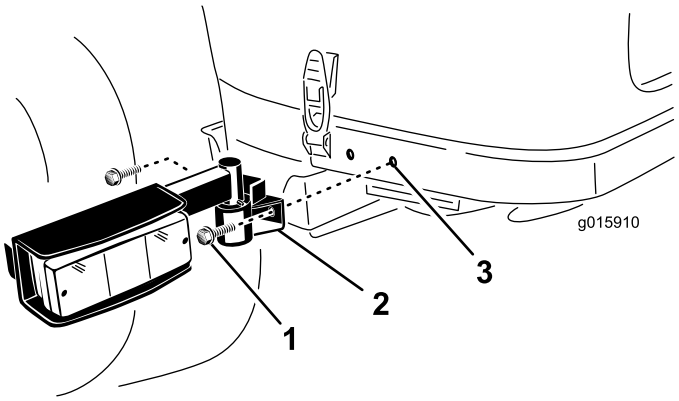

図 8
1. フードのラッチの後部にある取り付け穴を使って、後フレームの左右それぞれにランプ・アセンブリを取り付ける；3/8 x 3/4 インチのワッシャヘッドねじ（2本）を使用する（図 8）。取り付け穴がない場合には次項の作業を行う。